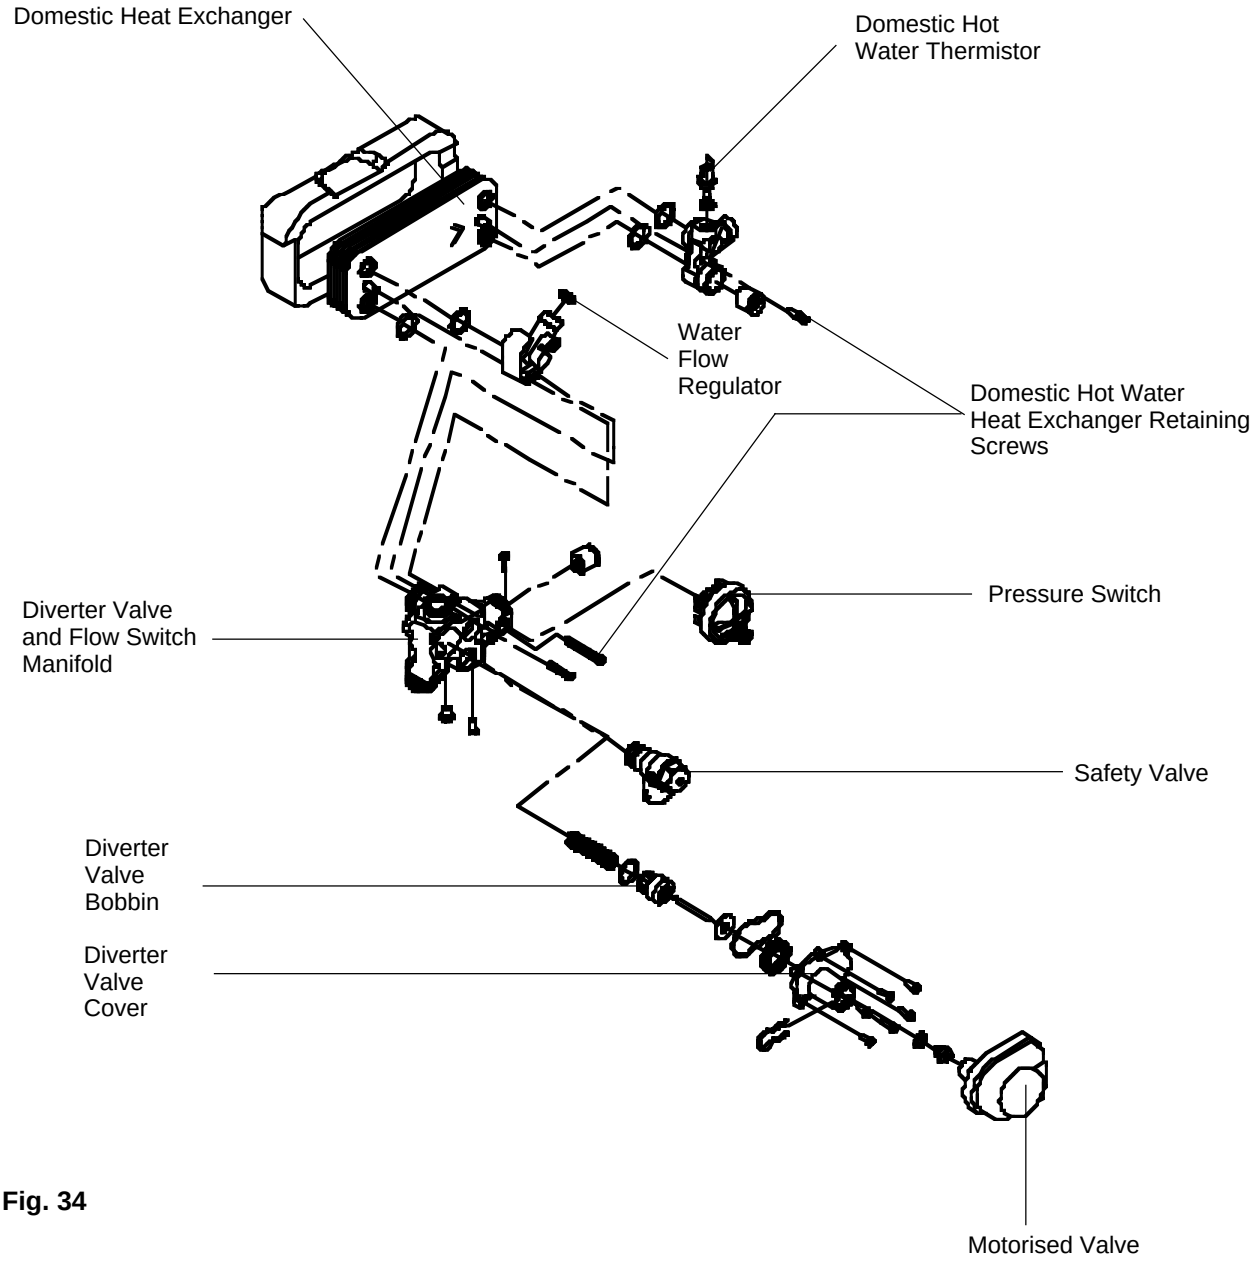

Fig. 34
8.16.12 Withdraw hydraulic group from appliance. See fig. 34 for further disassembly.